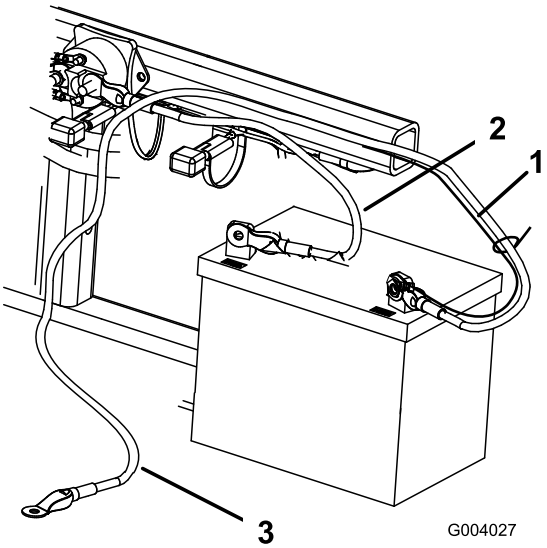

Figuur 5
2. Bevestig de pluskabel (rood) aan de pluspool (+) met een 1/4 x 5/8 inch bout en een borgmoer (Figuur 5).
3. Bevestig het zwarte kabeltje en de minkabel (zwart) aan de minpool (-) van de accu met een bout (1/4 x 5/8 inch) en een borgmoer (1/4 inch) (Figuur 5).